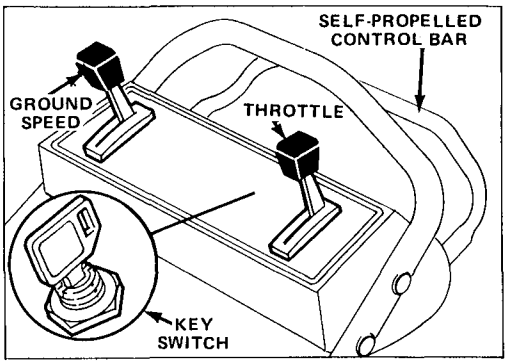
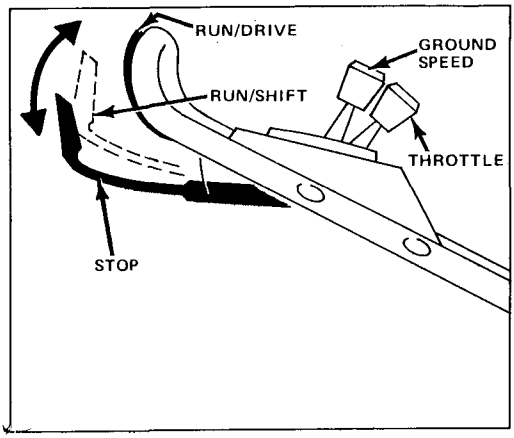

Figure 9
Figure 10
1. CONTROLS – Key switch, ground speed control, throttle, and control bar are on upper handle (Fig. 9).
4. KEY-LECTRIC – Move ground speed control to "N" and throttle to FAST (Fig. 9). Lift control bar up to RUN position and hold (Fig. 10). Turn key (Fig. 9) to START and release when engine begins running. Regulate throttle as desired. If engine does not start after 3 seconds of continuous cranking, wait 10 minutes for carburetor prime well to refill.
5. TRACTION OPERATION – Allow control bar to move into the RUN/SHIFT position. Move ground speed control to desired setting and squeeze control bar against handle to drive. Ground speed varies, depending on space between control bar and handle (Fig. 10).